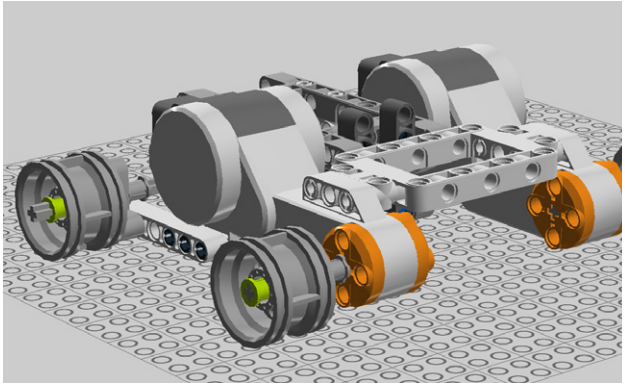

Figure 7-43. *Step 36: Adding the bushes*
36. Add bushes to the rims' axles. Do the same to the other side. Figure 7-43 shows this.